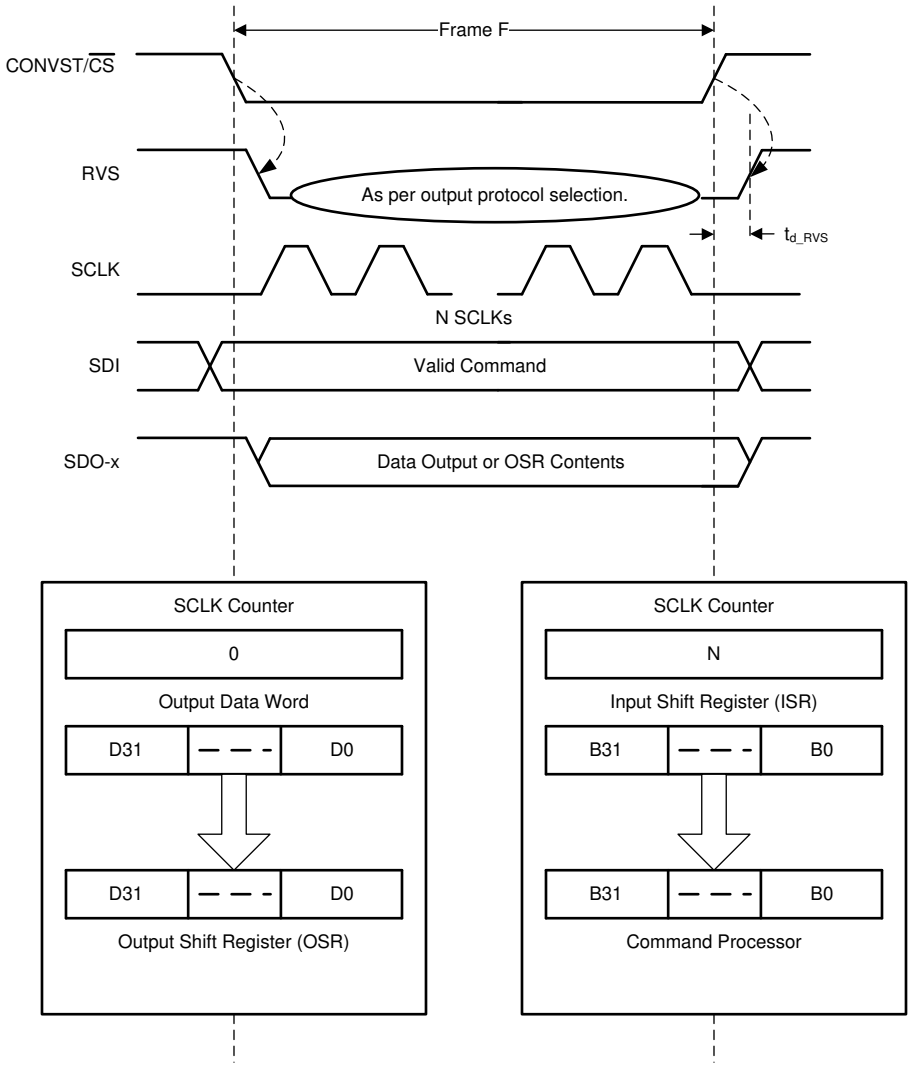

図 7-29. Data Transfer Frame
A data transfer frame between the device and the host controller begins at the falling edge of the CONVST/$\overline{CS}$ pin and ends when the device starts conversion at the subsequent rising edge. The host controller can initiate a data transfer frame by bringing the CONVST/$\overline{CS}$ signal low (as shown in 図 7-29) after the end of the CONV phase, as described in the *CONV State* section.
- The device takes control of the data bus. As illustrated in 図 7-29, the contents of the output data word are loaded into the 32-bit output shift register (OSR).
- As illustrated in 図 7-29, the contents of the input shift register are transferred to the command processor for decoding and further action.